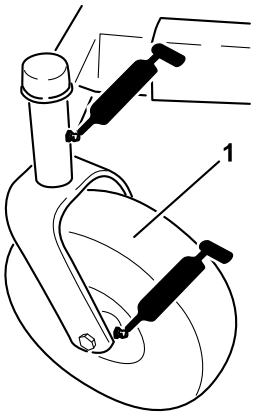
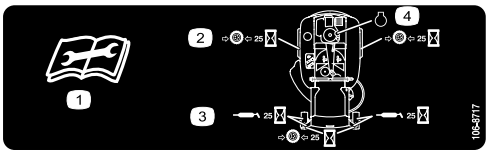

Figura 28
Figura 29
3. Pulite i raccordi d'ingrassaggio (Figura 28 e Figura 29) con un cencio, e togliete eventuali tracce di vernice davanti ai raccordi.
4. Collegate un ingrassatore a pressione a ciascun ingrassatore (Figura 28 e Figura 29). Pompate del grasso nel raccordo finché non inizia a fuoriuscire dai cuscinetti.